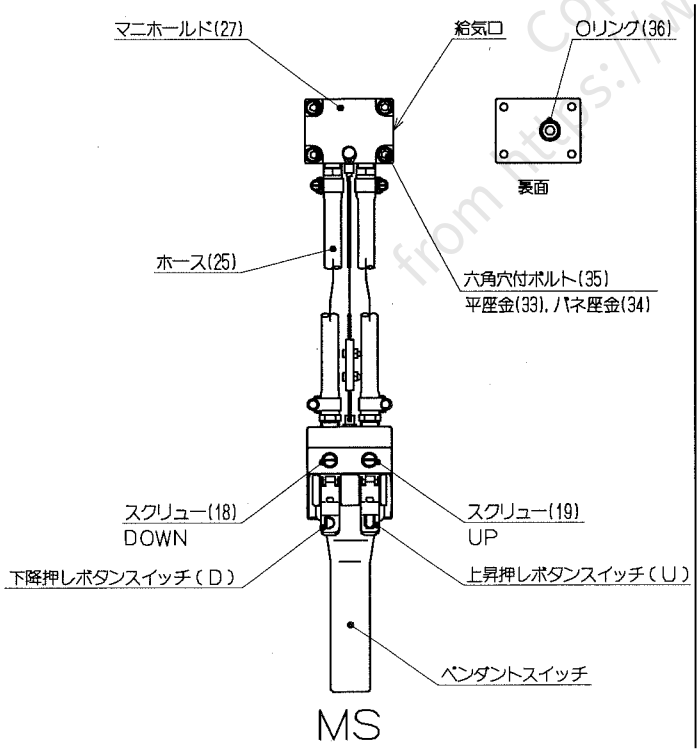
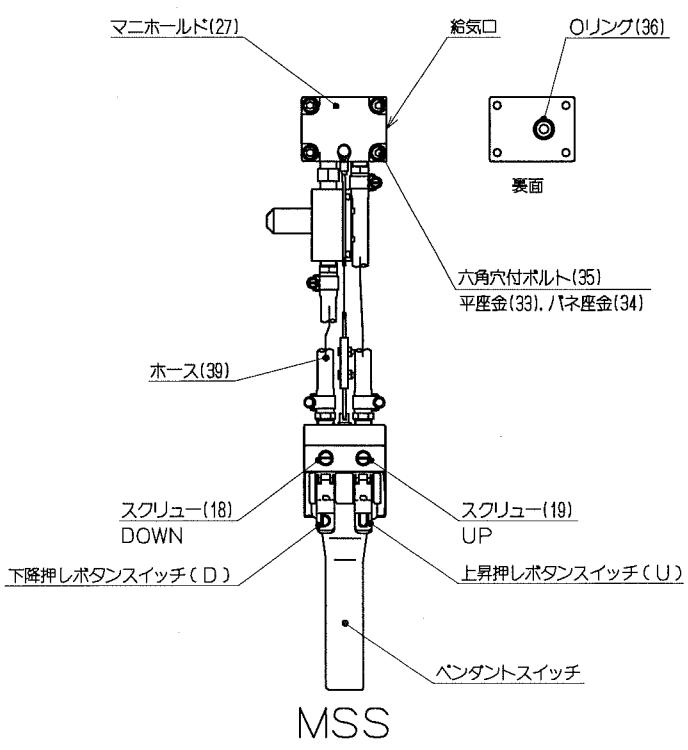

図３
図４
- 図３の左側のホース(25)および図４の左側のホース(39)に切断、破損、抜けが生じるとつり荷が急速落下してしまいます。